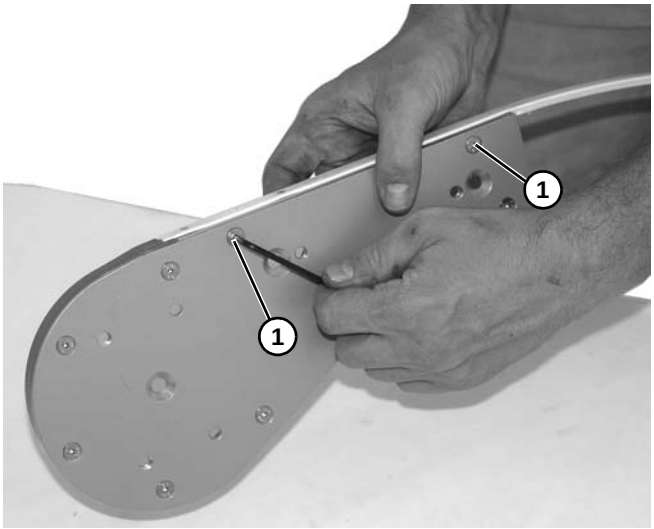

Figure 66
2. Remove two flat head screws **(Figure 66, item 1)** from idler head plate assembly.